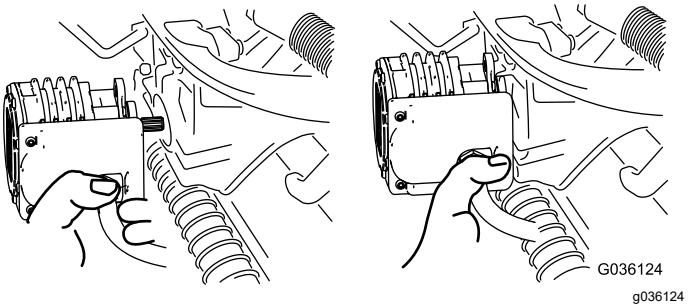

Figur 74
5. Flytta motorn till förvaringsutrymmet framför upphängningsarmen (Figur 74).